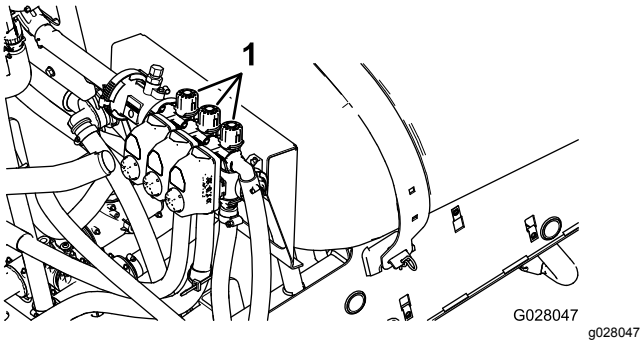

Figur 22
2. Slå av venstre seksjon og juster seksjonsomløpventilen knotten (Figur 22) helt til trykkmålingen er ved det forrige justerte nivået (vanligvis 2,75 bar eller 40 psi).
4. Juster den høyre seksjonsomløpknotten (Figur 22) helt til trykkmålingen er ved det forrige justerte nivået (vanligvis 2,75 bar eller 40 psi).
6. Juster den midtre seksjonsomløpknotten (Figur 22) helt til trykkmålingen er ved det forrige justerte nivået (vanligvis 2,75 bar eller 40 psi).